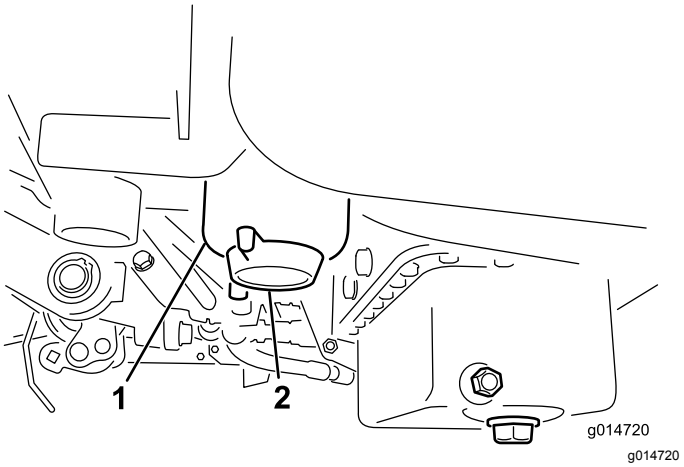

**Rysunek 34**
3. Odkręć korek spustowy na filtrze paliwa, wykonując około jeden obrót, i zlej całą zgromadzoną wodę (Rysunek 34).